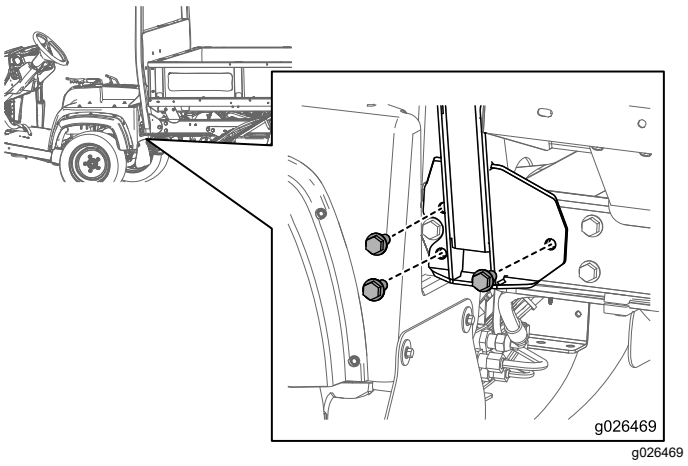
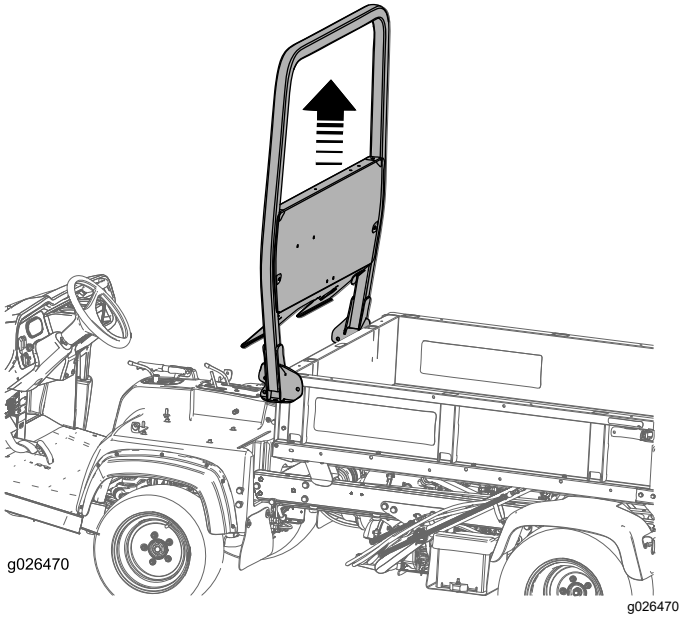

Figur 9
Figur 10
1. Ta bort de sex skruvarna som håller fast vältskyddet på maskinens ram enligt Figur 9 och Figur 10.